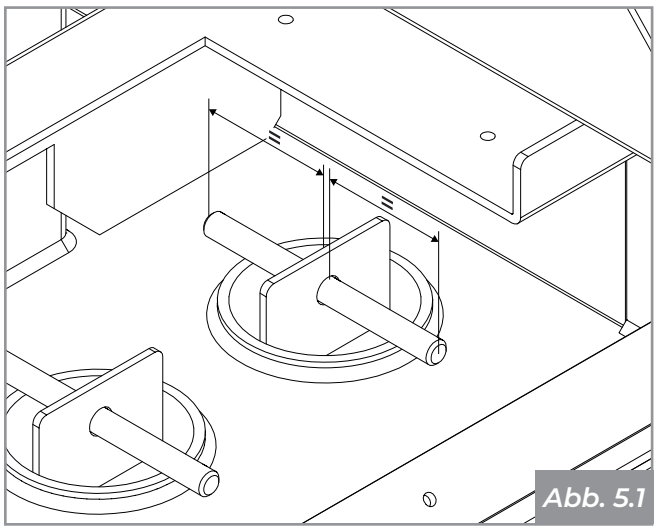

*Abb. 5.1*
- Die korrekte Positionierung der Stifte an den Turbolatoren **(Abb. 5.1)** und der Rauchleitbleche prüfen;